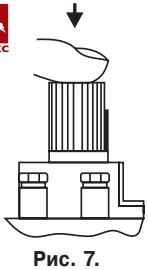

Рис. 7.
7.1. Установка ручки управления в требуемое положение производится путем легкого нажатия и поворота в нужное положение (рис. 7).